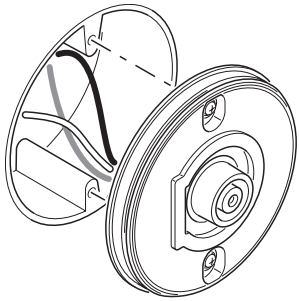

Figura 5
1. Coloque la placa de montaje contra la caja de conexiones y apriete los dos tornillos de montaje firmemente a la caja de conexiones (vea la Figura 5). Si es necesario, use los tornillos que fueron retirados del aparato de luz anterior. No apriete excesivamente.